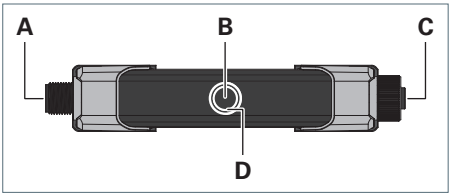

Fig. 1: Produktübersicht.
- ▶ **LDS/ST**: Positionieren Sie das Zentrum des Sensors **B** in einer Entfernung von 3,5 cm bis 130 cm zu dem zu detektierenden Objekt, siehe Fig. 1.